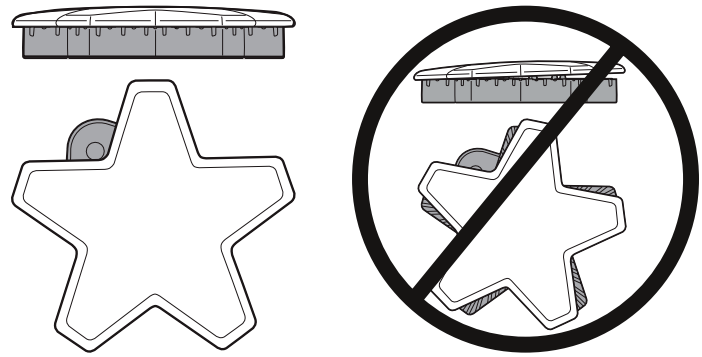

Figure 13 : Chapeau de brûleur correctement et incorrectement placé
- Vérifiez chaque brûleur pour vous assurer qu'il n'y a pas d'espace entre le chapeau et la base du brûleur. Voir *Figure 13: "Chapeau de brûleur correctement et incorrectement placé"* pour des exemples de chapeau de brûleur correctement ou incorrectement placés.
- Vous pouvez essayer de déplacer délicatement les chapeaux des brûleurs latéralement pour vous assurer qu'ils sont placés correctement sur leur base. Lorsqu'ils sont bien placés, les chapeaux des brûleurs sont droits sur la base et couvrent complètement la base du brûleur en forme d'étoile lorsque vous les regardez d'en haut, comme sur la *Figure 13.*